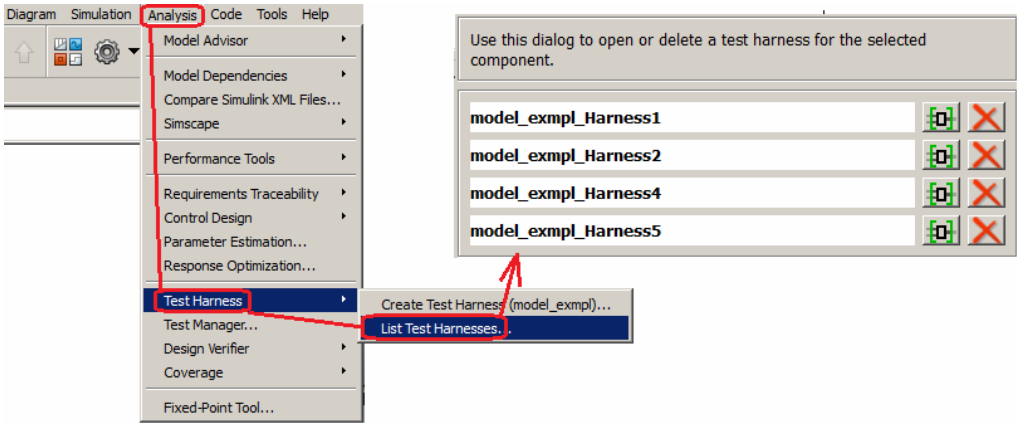

Рисунок 14. Последовательность раскрытия списка приложений Harness модели Simulink. Имена приложений назначаются при их создании (см. Рисунок 7).
Чтобы узнать, какие приложения Harness связаны с моделью, необходимо выполнить последовательность, приведенную на Рисунок 14. Структура списка позволяет удалять ненужные приложения.
Открыть Harness приложение модели можно в последовательности, показанной на Рисунок 14, или выполнив следующие команды MATLAB.
7. Раскройте пополненный список Test Harness приложений активного блока “PID controller” как показано на Рисунок 14. Рассмотрите структуру списка. У одной модели или подсистемы может быть несколько приложений Harness, каждый со своим воздействием, параметрами и графопостроителем.